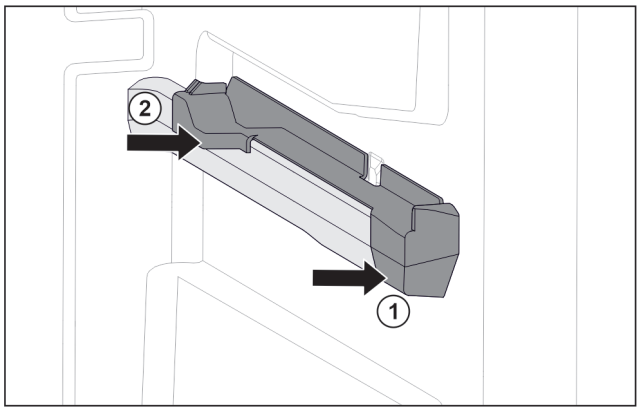

Fig. 103 Attachment on the right moulded rib
▶ Position attachment on moulded rib at the front. *Fig. 103 (1)*
▶ Press on attachment at the back. *Fig. 103 (2)*